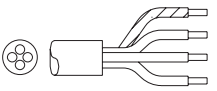

fig. 4
- (fig. 4) 3~ 230V (câble à 4 conducteurs).